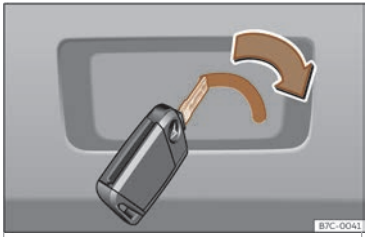

Fig. 82 Detalle do maleteiro:desbloqueo de emerxencia.
- Insira o espadín da chave na rañura e desprace a chave no sentido da frecha ata que a pechadura se desbloquee››› **fig. 82**.